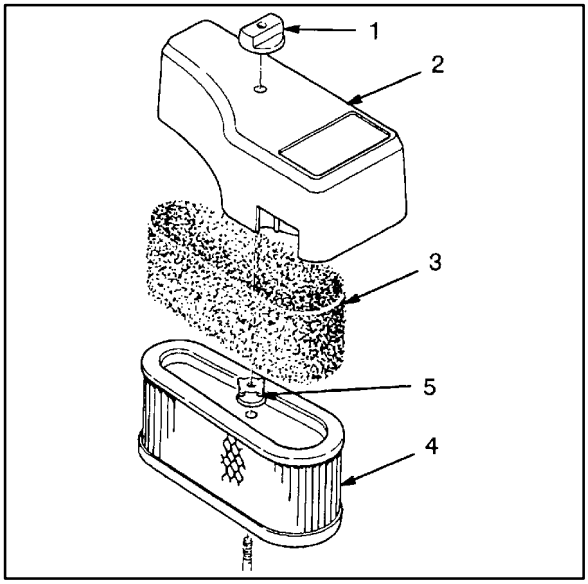

Figure 10
2. Déposer le bouton et le couvercle du filtre à air (Fig. 10).
3. Nettoyer le préfiltre en mousse toutes les 25 heures (Fig. 10). Déposer le préfiltre en le faisant glisser hors de la cartouche en papier (Fig. 10).
4. La cartouche papier du filtre à air devrait être remplacée toutes les 100 heures. Déposer un écrou du haut de la cartouche papier (Fig. 10).